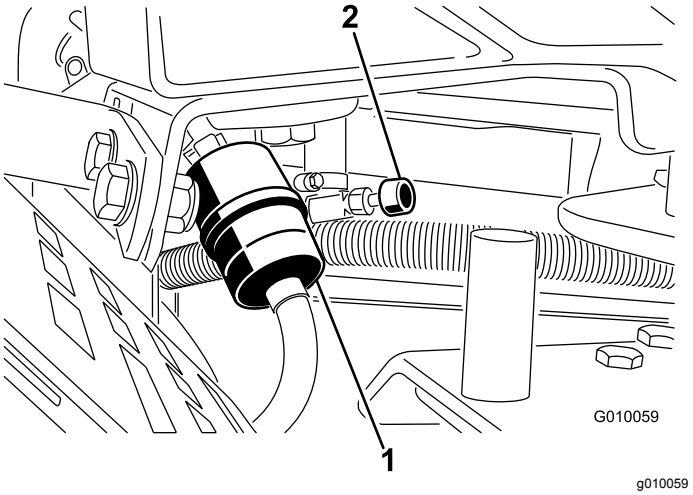

Figur 50
2. Luk brændstofafbryderventilen (Figur 50).
3. Klem slangeklemmernes ender sammen, og skub dem væk fra filteret (Figur 50).
5. Monter et nyt filter, og flyt slangeklemmerne hen til filteret (Figur 50).
7. Åbn brændstofafbryderventilen (Figur 50).
3. Løsn slangeklemmen ved brændstoffilteret, og før den op ad brændstofrøret væk fra brændstoffilteret (Figur 50).
4. Træk brændstofrøret fra brændstoffilteret (Figur 50). Åbn brændstofafbryderventilen, og lad brændstoffet løbe ud i en brændstofkande eller en dræningsbakke.
5. Monter brændstofrøret på brændstoffilteret. Før slangeklemmen hen til brændstofventilen for at fastgøre brændstofrøret (Figur 50).